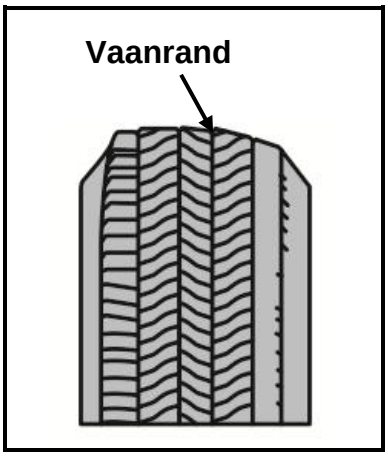

FIGUUR 4.12
4.12 Wat is die oorsaak van die bandslytasie wat in FIGUUR 4.12 hieronder getoon word?